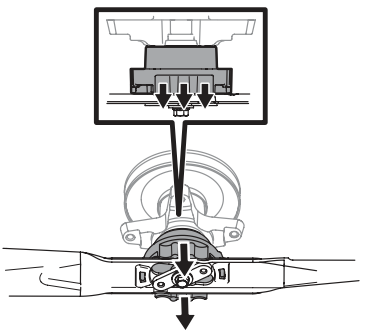

Fig. 54
6. Cuando la cuchilla esté correctamente trabajada en su lugar, se escuchará un clic (Fig. 54).